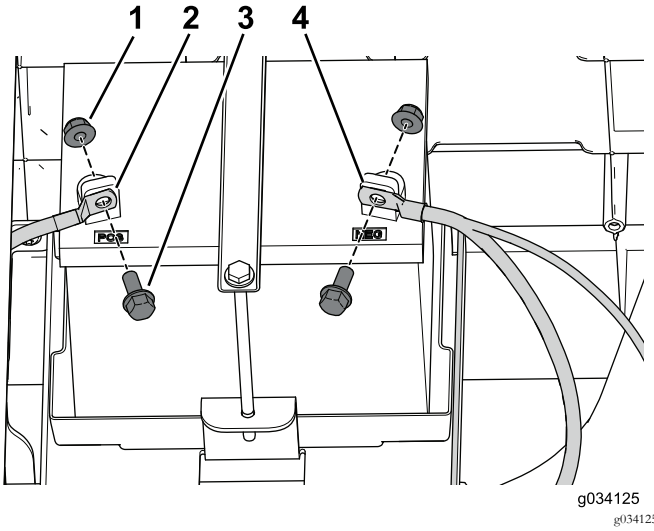

Figura 48
1. Utilize o parafuso e a porca para prender o cabo positivo (+) ao terminal da bateria (Figura 48).
2. Utilize o parafuso e a porca para prender o cabo negativo (-) ao terminal da bateria (Figura 48).